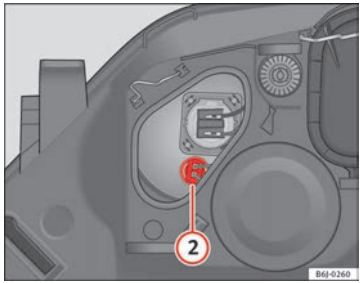

Fig. 161 Side lights ▶
– Remove connector ⇒ Fig. 161 (2) by pulling outward.